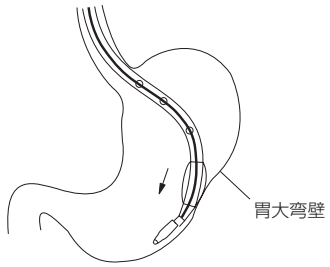

図３
9. X線透視下に患者の体位を変えながら、胃大弯壁に沿って胃幽門前庭部まで本品を進める（**図３**）。